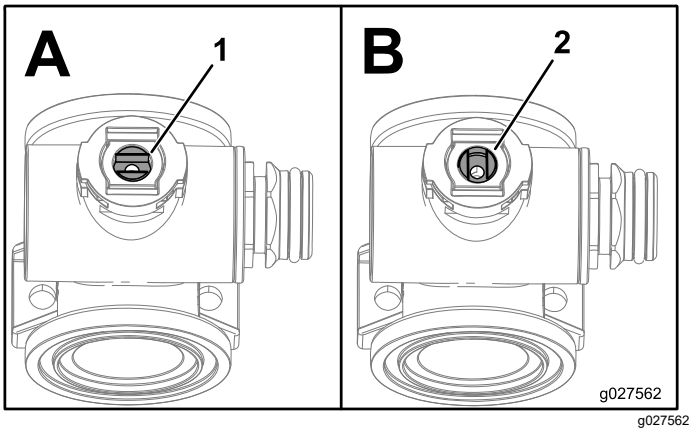

Figur 77
1. Placera ventilskaftet så att ventilen är stängd (B i Figur 77).